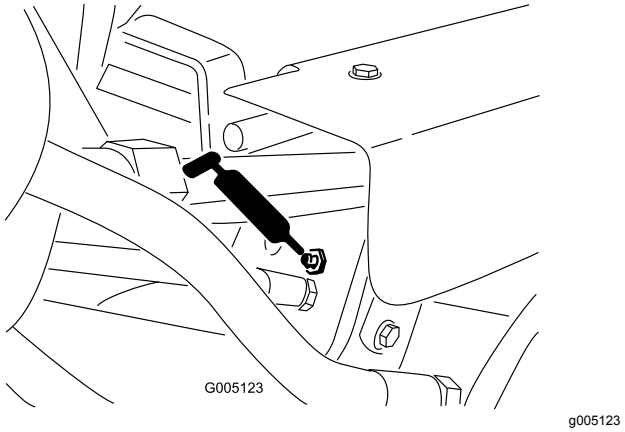

Figuur 40
- Hefcilinders (3) (Figuur 40)